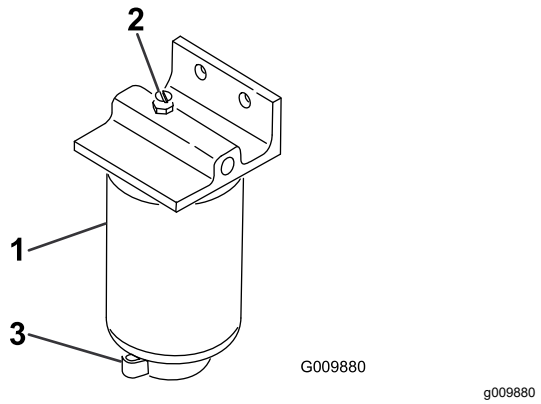

Figuur 57
3. Draai de aftapplug onder de filterbus los (Figuur 57).
2. Reinig de omgeving van de plaats waar de filterbus wordt gemonteerd (Figuur 57).